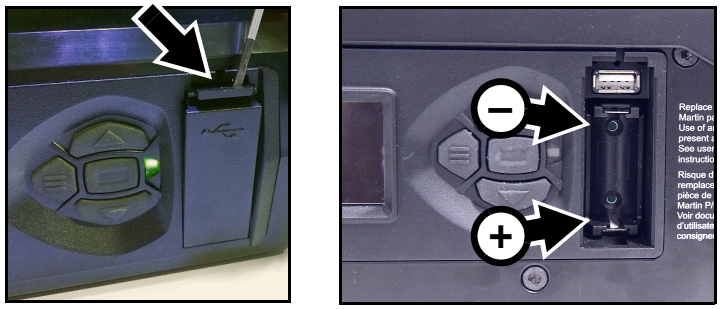

Bild 10: Ersetzen der Batterie
2. Siehe Bild 10. Drücken Sie die Verriegelung (Pfeil) mit einem Schraubendreher nach unten und entfernen Sie die Abdeckung.